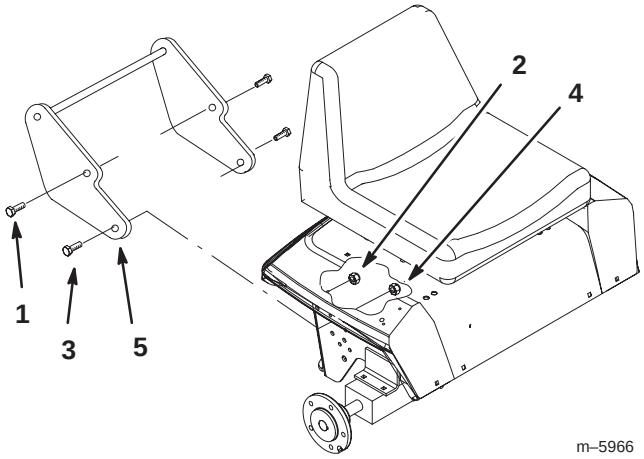

Figure 3
3. Install the quick hitch to the tractor using 2 carriage bolts (3/8 x 1 in.) in the rear holes and secure with 2 locknuts (3/8 in.) (Fig. 3).
4. Install 2 carriage bolts (1/2 x 1–1/4 in.) in the front holes. Secure bolts with 2 locknuts (1/2 in.) (Fig. 3).